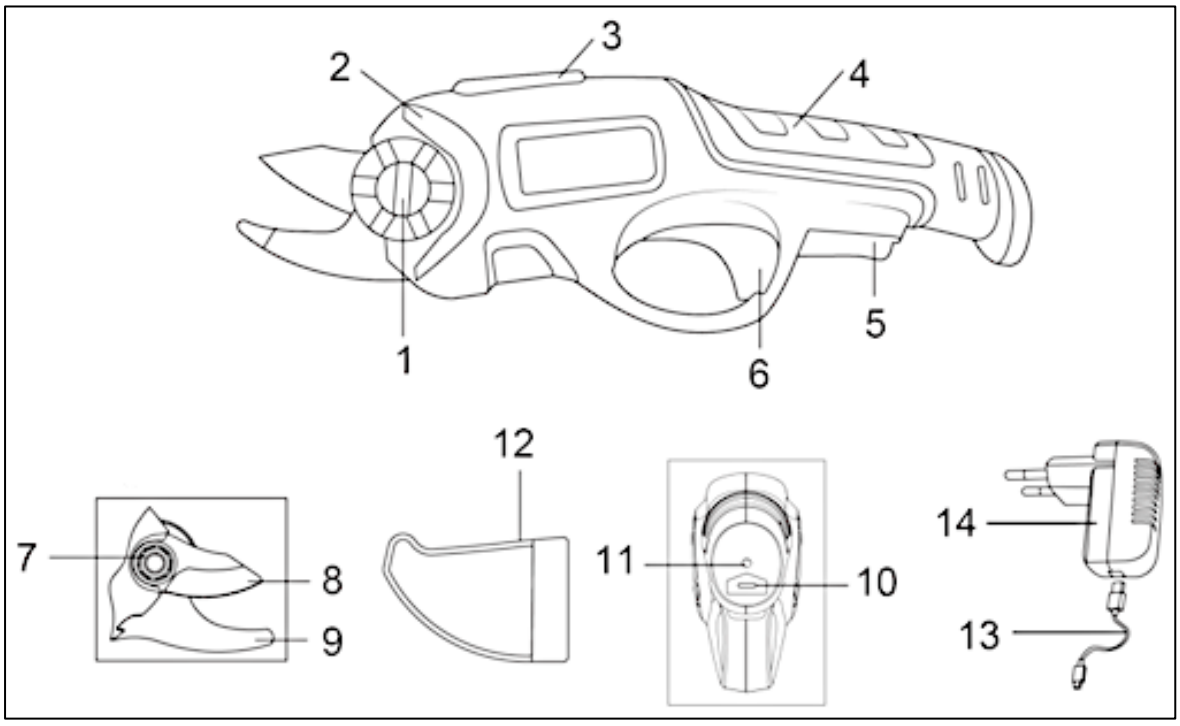
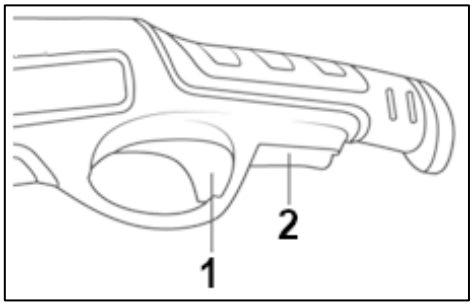

Rys. 1
Rys. 3
- Podłączyć kabel **13 (Rys. 1)** do ładowarki **14 (Rys. 1)** i podłączyć ładowarkę do gniazda zasilania.
- Zdjąć osłonę ostrzy **12 (Rys. 1)**.
- Nacisnąć i przytrzymać blokadę bezpieczeństwa włącznika **2 (Rys. 3)** palcem wskazującym.
- Przy pierwszym użyciu nacisnąć włącznik **1 (Rys. 3)** na sekundę, aby otworzyć ostrze.
- Następnie w celu cięcia, po naciśnięciu włącznika **1 (Rys. 3)** ostrze ruchome **8 (Rys. 1)** będzie się zamykało wykonując cięcie.
OSTRZEŻENIE! Przed przystąpieniem do jakichkolwiek prac przy urządzeniu (np. konserwacja, zmiana narzędzia itp.) oraz podczas transportu i przechowywania, należy upewnić się, że blokada bezpieczeństwa włącznika **2 (Rys. 3)** znajduje się w pozycji wyłączonej ze względu na niebezpieczeństwo obrażeń w przypadku niezamierzonego uruchomienia przełącznika ON/OFF.